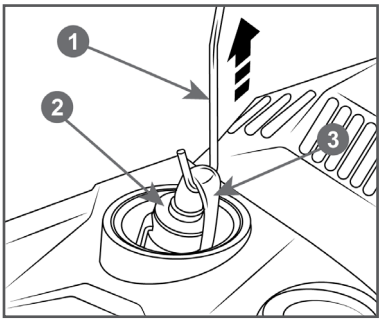

Рис. 19 Обслуживание топливного фильтра
2. Согните кусок мягкого провода в виде небольшого крючка 1 (Рис. 19).
3. Зацепите крючком топливный шланг 3 с фильтром 2 и вытяните через заливную горловину (Рис. 19).